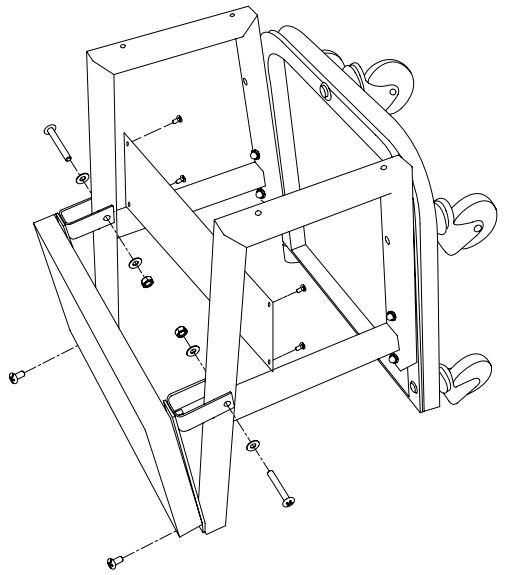

Figura 3: Fijación del asiento de la plataforma rodante
3. Fije el asiento de plataforma rodante a los marcos laterales de la plataforma rodante con dos tornillos Phillips M6 x 40, con arandelas y tuercas, y dos tornillos Phillips M6 x 14 como se muestra en la Figura 3.